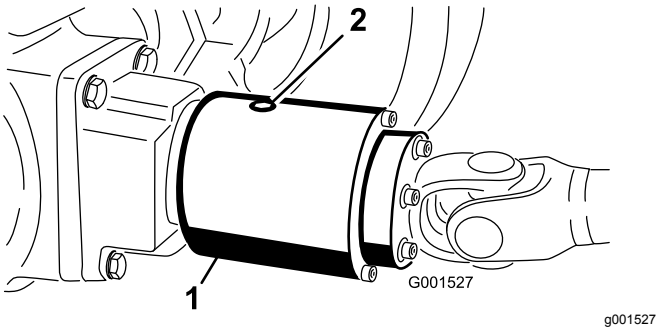

Figur 63
2. Drej koblingen (Figur 63), så kontrolproppen står i kl. 4-position.